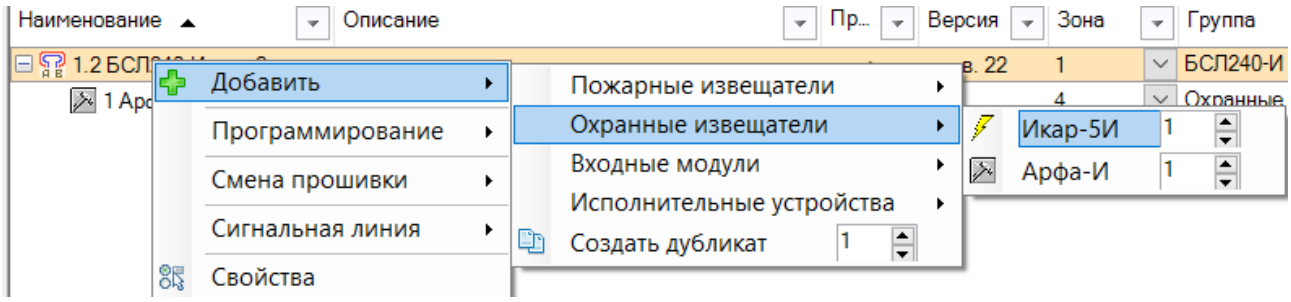

Рисунок 6.1
6.2.5 Добавить извещатель дочерним к одному из ПКУ (БСЛ240 исп. 2) в сегменте (см. Рисунок 6.1).